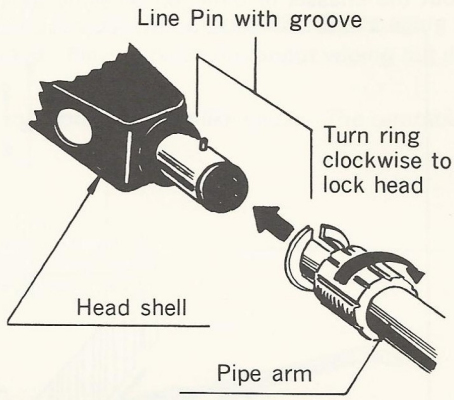

Fig. 5
a. The plug-in head should be plugged in firmly after lining the pin near the base with the groove on the arm. Then turn the ring clockwise to lock the head shell as shown in figure 5.